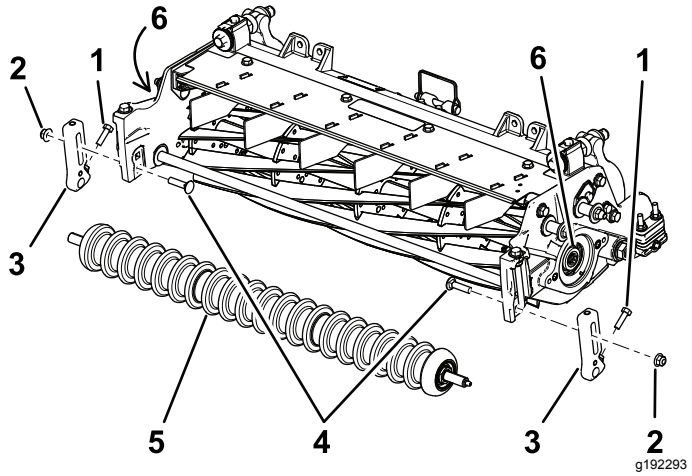

Figura 3
2. Retire os parafusos de carroçaria e porcas de bloqueio que fixam os suportes da altura de corte às placas laterais da unidade de corte (Figura 3).
3. Desaperte os parafusos que fixam os suportes da altura de corte ao eixo dianteiro do rolo (Figura 3).
4. Retire os suportes da altura de corte existentes e o rolo dianteiro das placas laterais da unidade de corte (Figura 3).
6. Retire e deite fora os adaptadores estriados existentes de cada extremidade do eixo do cilindro utilizando a ferramenta do veio de transmissão do cilindro (Peça n.º TOR4074 para o cilindro de 17,8 cm). Consulte Figura 3.